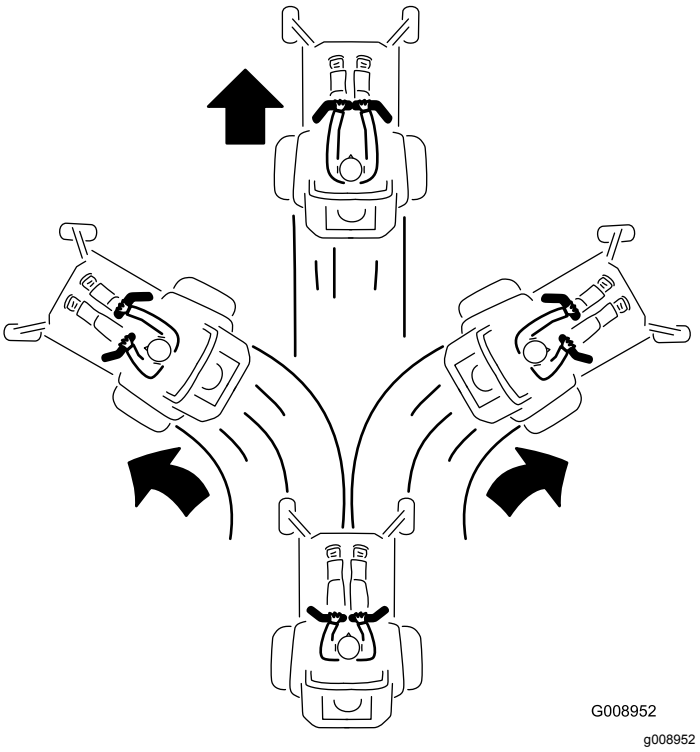

**Figuur 28**
3. Om vooruit te rijden, duwt u de rijhendels langzaam naar voren (Figuur 28).